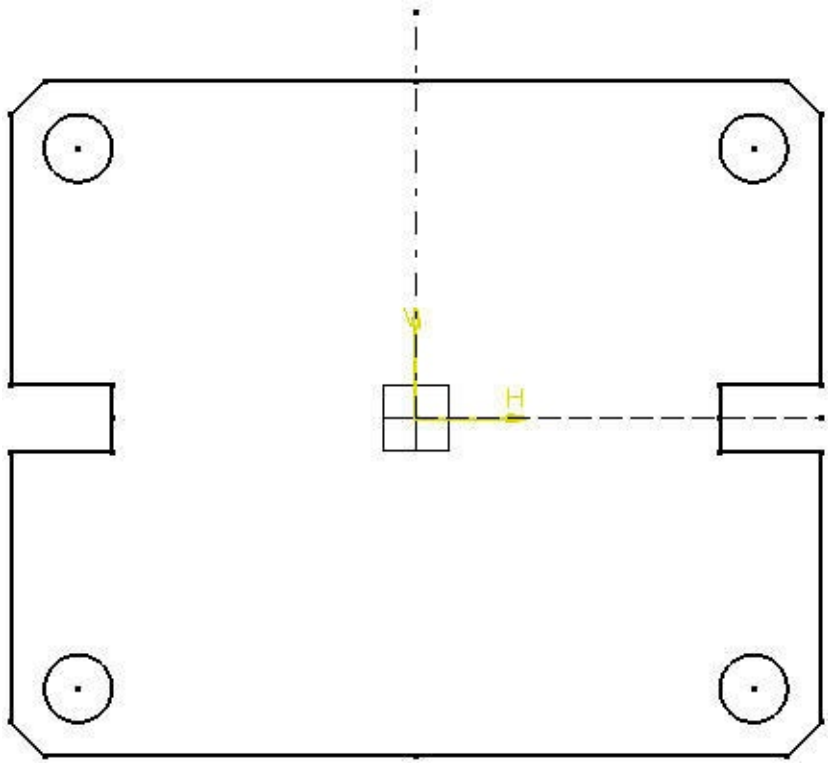

Figure 4-67 *Resulting mirrored sketch with* ***Geometric constraints*** *turned off*
c. Extrude the sketch to the given depth, refer to Figure 4-67.
10. Choose the **Mirror** tool from the **Operation** toolbar and select the vertical centerline; all the selected sketched elements are mirrored about the vertical centerline. The sketch after mirroring all the elements and hiding the symbols of constraint is shown in Figure 4-67.